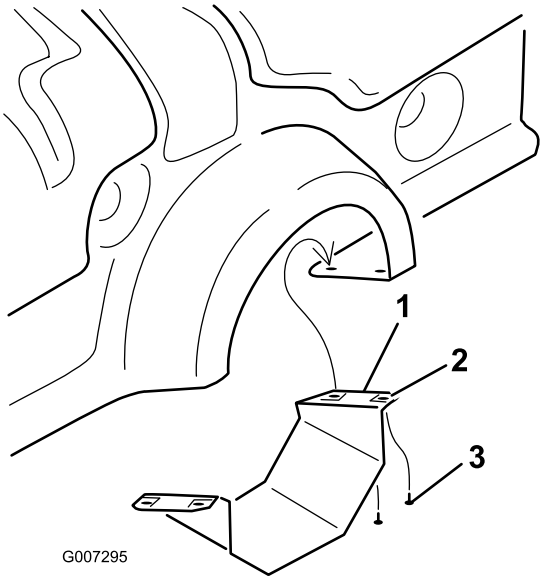

Figur 7
1. Kun for ProCore 864: fjern det nedre skyddet til kraftuttaket (Figur 7).